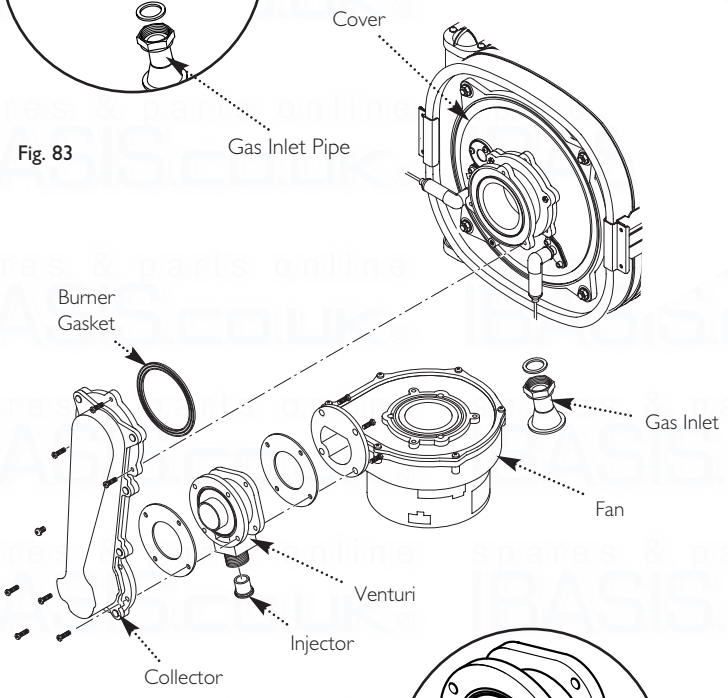

Fig. 82
14.4 Venturi (Fig. 82)
14.5 Injector (Fig. 82)